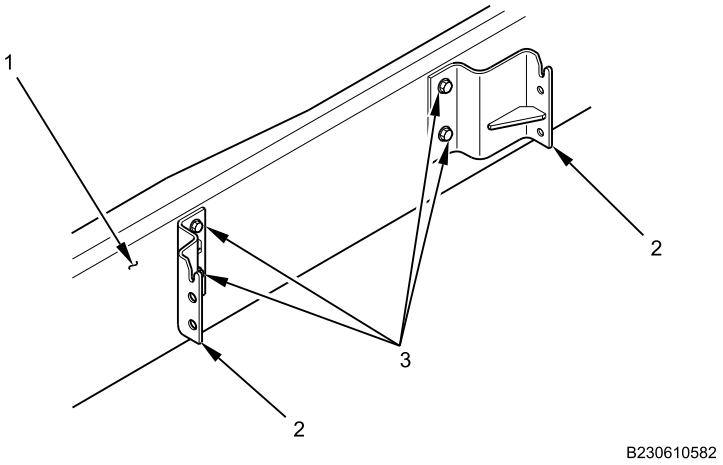

Figure 4. Rear Battery Support Brackets.
2. Install rear battery support bracket (Figure 4, Item 2) on vehicle frame (Figure 4, Item 1) with four bracket bolts (Figure 4, Item 3).